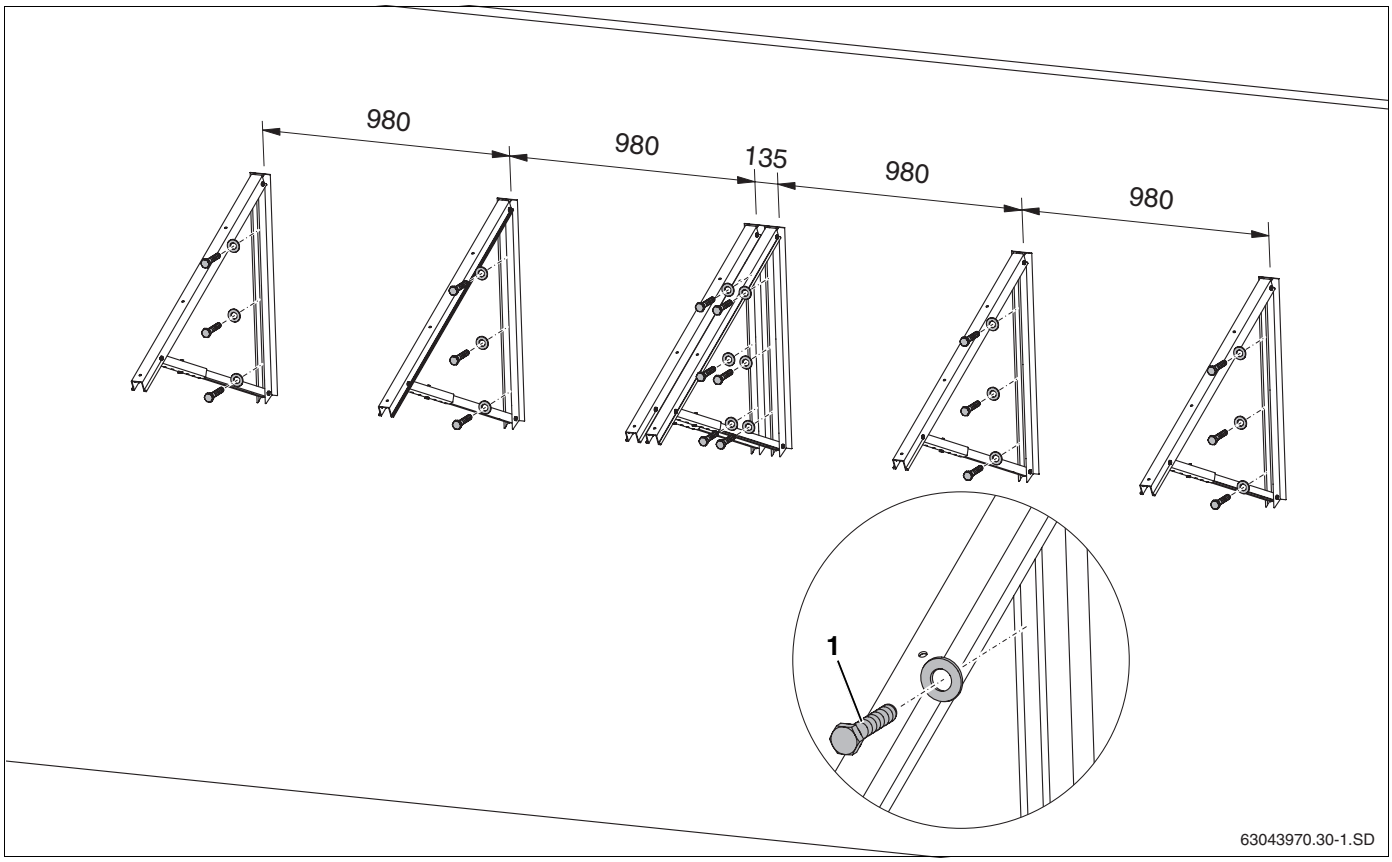

Afb. 30 Bevestiging van de collectorsteunen voor 2 collectoren aan de gevel 2 (gegevens in mm)
- Bevestig elke collectorsteun met 3 schroeven (zie tab. 9, afb. 30, **pos. 1**) naast elkaar aan de gevel.